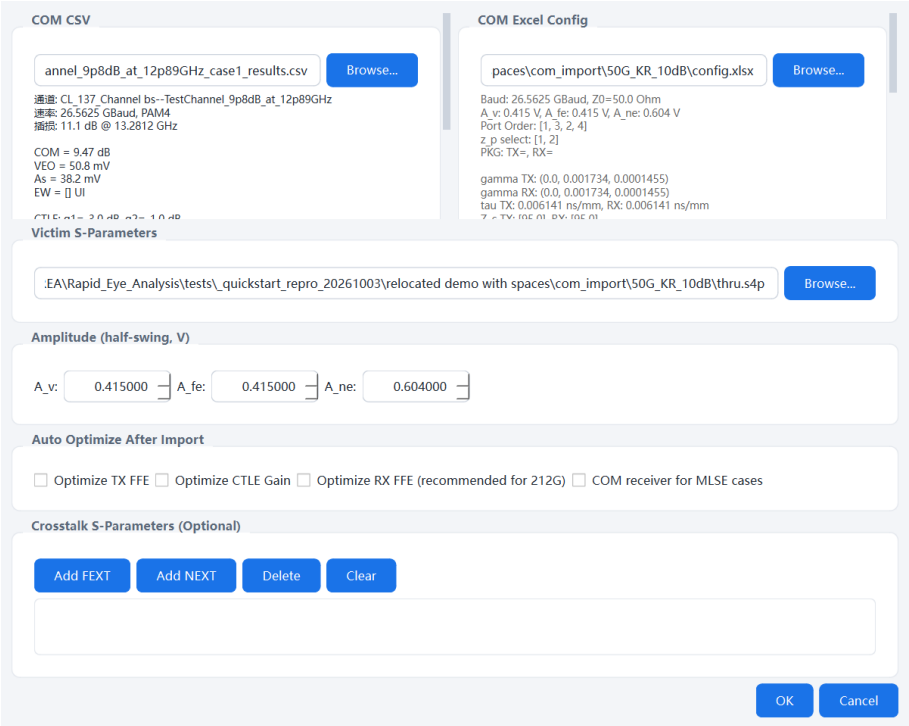

Fig. 5-1 COM import dialog
Step 1 Return to Normal and choose **COM Import** on the menu bar to open a three-field dialog (Fig. 5-1).